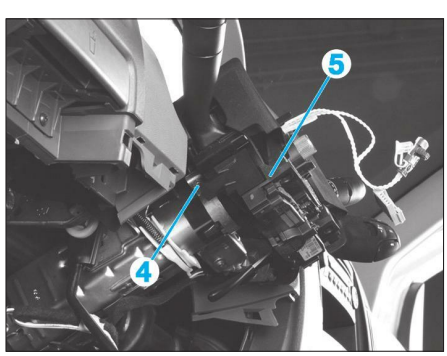

**Fig. 23**
• Desserrer le collier de serrage (4) du bloc commodo (5) sur la colonne de direction **(Fig.23)**.